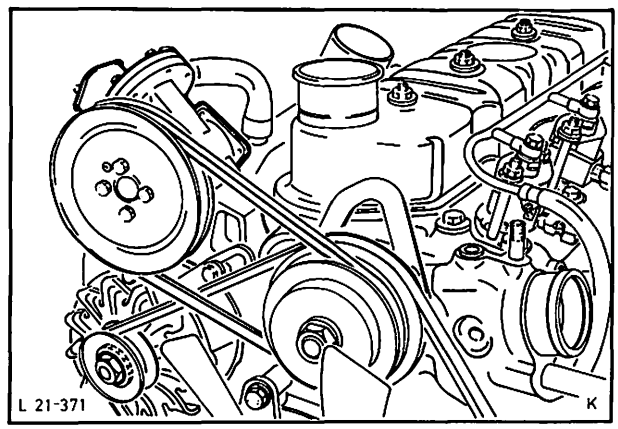

Abb. 87 Vakuumpumpe
67. Vakuumpumpe komplett mit Keilriemen anschrauben und Unterdruckschlauch aufstecken, Abb. 87.